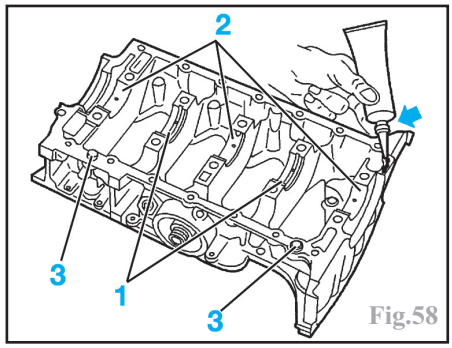

Fig.58
-poser dans le carter-chapeaux de paliers de vilebrequin des coussinets de vilebrequin en fonction de la classe déterminée (rainurés dans les paliers **n° 2** et **4** (1) et lisses dans les paliers **n°1**, **3** et **5** (1), Fig.58).
-contrôler la présence des 2 douilles de centrage sur le carter-chapeaux de paliers (3) puis enduire son plan de joint
d'un cordon régulier de pâte d'étanchéité appropriée à base de silicone (par exemple **Loctite Autojoint Or**) (Fig.58).